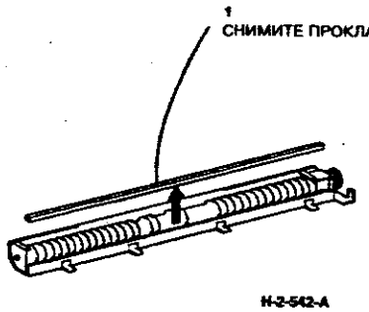

**Рисунок 1. Снятие прокладки ячеек**
2. (Рисунок 1) Снимите прокладку.